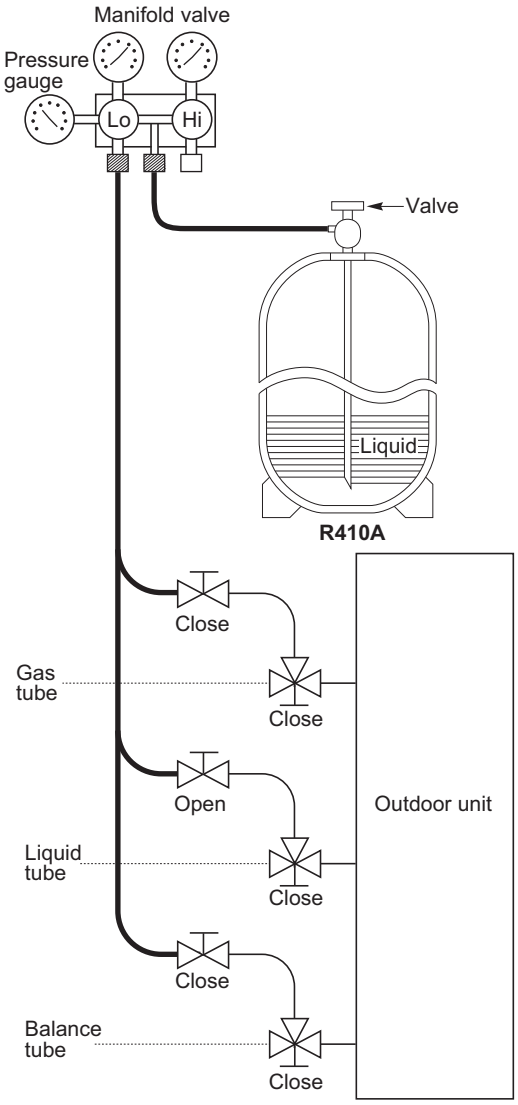

Fig. 2-326
- Charging additional refrigerant (calculated from the liquid tube length as shown in Section “1-8. Additional Refrigerant Charge”) using the liquid tube service valve. (Fig. 2-326)